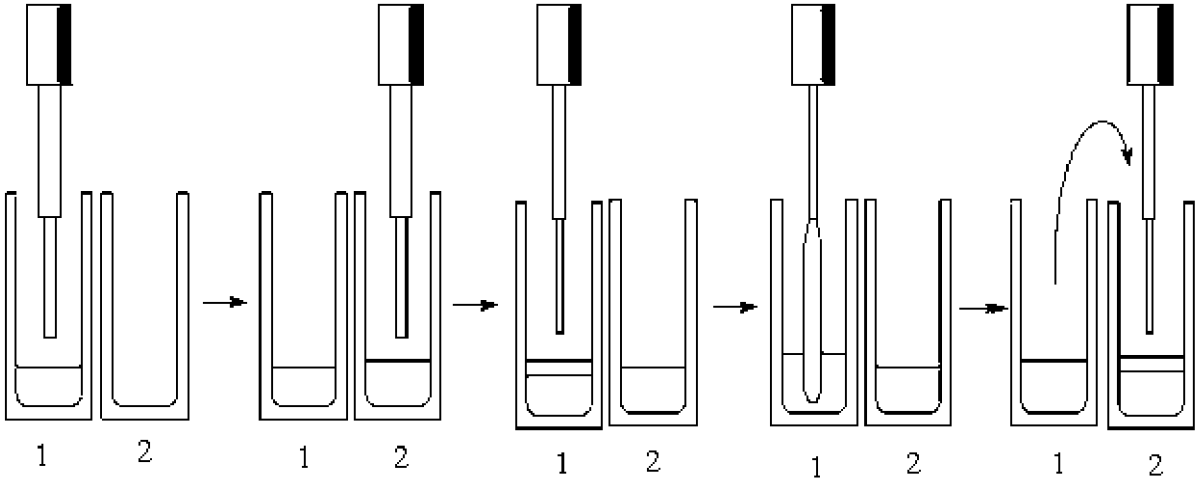

Рисунок 3.2-3 Автоматическое разбавление образца на борту анализатора
- Из флакона с указанным разбавителем в роторе реагентов происходит забор необходимого объема разбавителя с помощью дозатора реагентов, далее разбавитель помещается в кювету (1) (см. Рисунок 3.2-3) реакционного ротора.
- Далее, в кювету (1) добавляется определённое количество образца, который требуется разбавить.
- Происходит перемешивание разбавленного образца в кювете (1).
- Затем из кюветы (1) отбирается необходимый для измерения объем разбавленного образца и помещается в кювету (2), где уже находится R1.